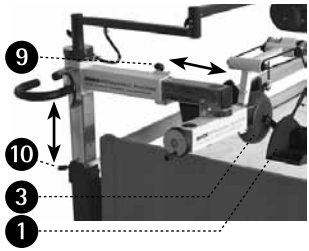

Bild 31
Rätt uppställning av MOTOmed letto2 ben/armar (Bild 31): Vevenheten ❸ ska placeras mitt i sängen (bredden). Om MOTOmed placeras vid sidorna går det att anpassa till olika sängbredder med hjälp av justerskruven ❾. Lossa på den stjärnformade ratten ❾, dra ut armen till önskad längd och dra åt ratten igen ❾.